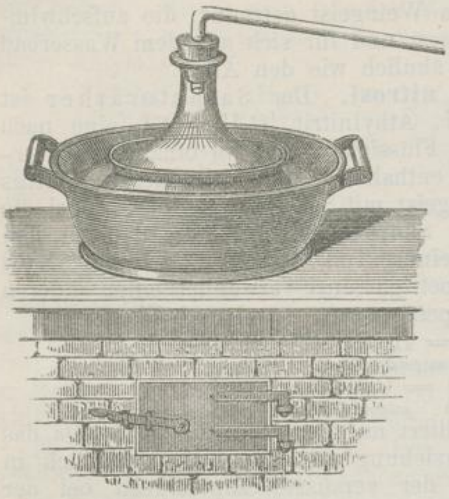

Fig. 72.
1. Aether aceticus. (Fig. 72.) Man mische 20 Teile englische Schwefelsäure portionenweise und vorsichtig zu 12 Teilen Weingeist und giesse die Mischung in einen Kolben zu 25 Teilen grobgepulvertem, krystallisiertem essigsauren Natron. Dem Kolben füge man luftdicht eine gebogene Glasröhre an, deren anderes Ende in eine in Wasser gestellte leere Flasche reiche; erhitze ihn dann in einem Gefässe mit siedendem Wasser und destilliere, so lange etwas übergeht. Das Destillat werde mit kohlensaurem Kalium neutralisiert, dann mit gleichviel Wasser geschüttelt und mittelst eines Trichters die oben schwimmende Ätherschicht von der wässerigen getrennt. Um den Äther wasserfrei zu machen, schüttle man ihn mit trocknem Chlorcalcium und rektifiziere ihn schliesslich aus dem Wasserbad in derselben Weise wie zuvor.